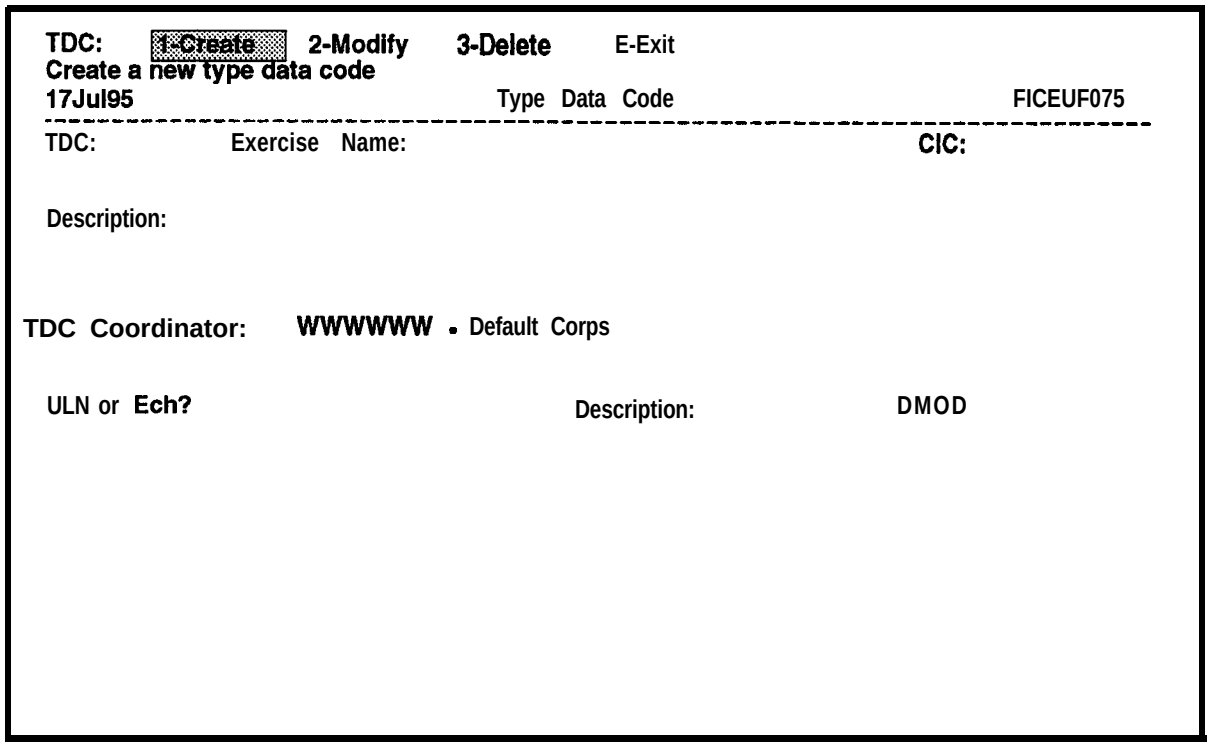

Figure 5-6. Type Data Code Screen
c. Select **Type Data** Code. The Type Data Code screen will be displayed as shown in Figure 5-6, with the TDC: ring menu at the top of the screen.